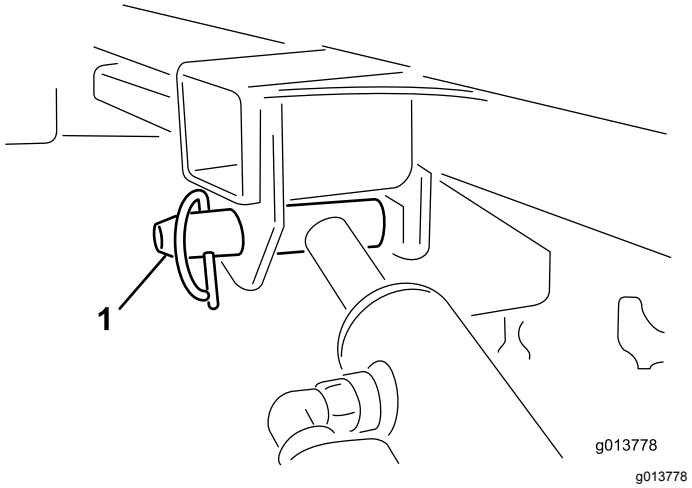

**Figuur 51**
11. Breng met een hand de hefcilinder omhoog. Verwijder met de andere hand de borgpen van de hefcilinder (Figuur 51).